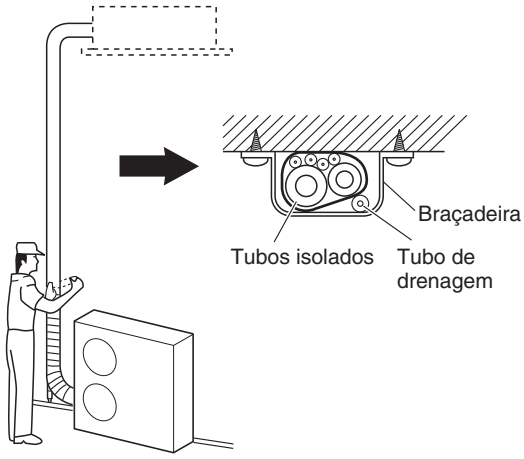

Fig. 5-9
(1) Agora, os tubos de refrigerante (e instalação eléctrica se as normas locais permitirem) devem ser isolados juntos com fita de blindagem em 1 fardo. Para evitar o transbordamento da condensação no recolhedor de drenagem, mantenha o tubo de drenagem separado da tubagem do refrigerante.
(2) Enrole a fita de blindagem desde o fundo da unidade exterior até ao topo da tubagem onde a mesma entra na parede. À medida que enrola a tubagem, sobreponha a metade de cada volta de fita.
(3) Prenda o fardo de tubagem na parede, utilizando 1 braçadeira aproximadamente cada metro. (Fig. 5-9)